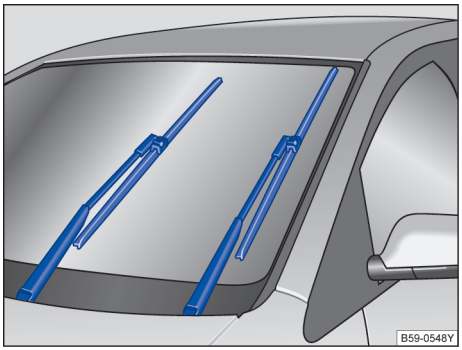

图 139 处于保养位置的刮水片
– 将风窗玻璃刮水器拨杆向下拨至点动刮水位置。使刮水器处于保养位置→ 图 139。